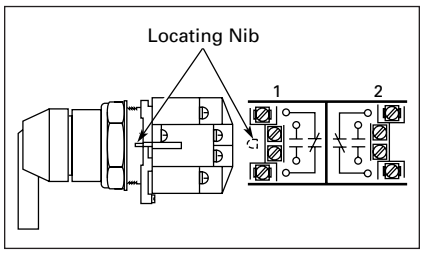

Figure 47-147. Contact Circuit Locations
- Each cam has two separate lobes, each of which operates one of the two contact block plungers independently of each other. Those are identified as position 1 (locating nib side) and position 2 (opposite of locating nib). The position designations give direction in selecting and mounting of the contact blocks (see **Figure 47-147**).